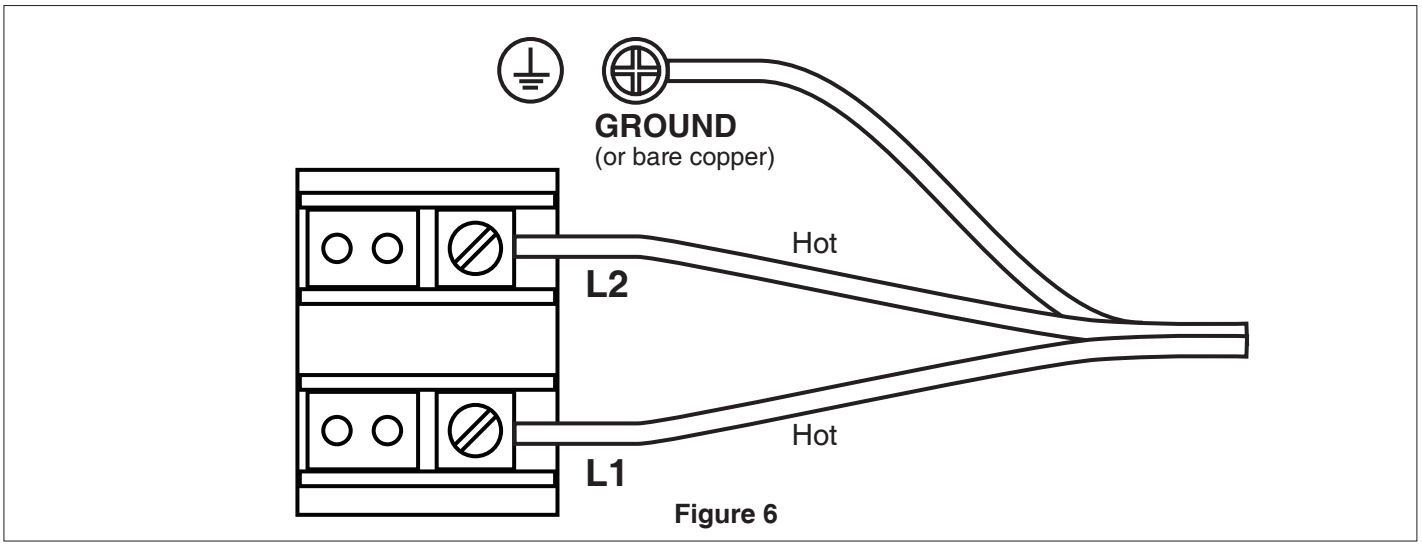

**Figure 6**
3. Pull enough wire into the heater and connect the wire to the Power Block located in the electrical area of the heater (See **Figure 6**).